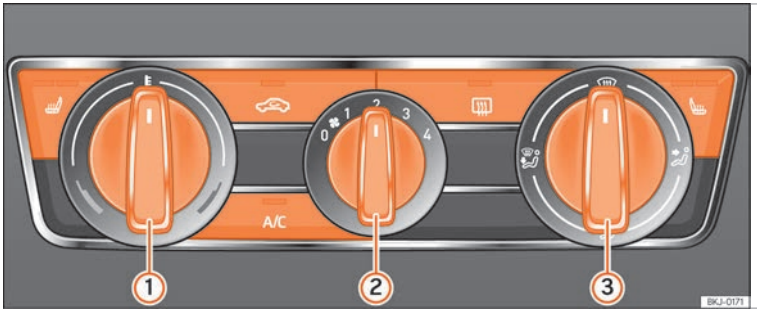

Fig. 171 Comandos do ar condicionado no painel de instrumentos.
- Desligue o sistema de refrigeração com o botão **A/C** ››› Fig. 171 (a luz do botão apaga-se).
- Rode o regulador da temperatura ››› Fig. 171 ① para ajustar a temperatura desejada no habitáculo.
- Com o regulador da distribuição de ar ››› Fig. 171 ③ dirija o fluxo de ar na direção pretendida: (para o para-brisas), (para o tórax), (para a zona dos pés) e (para o para-brisas e a zona dos pés).